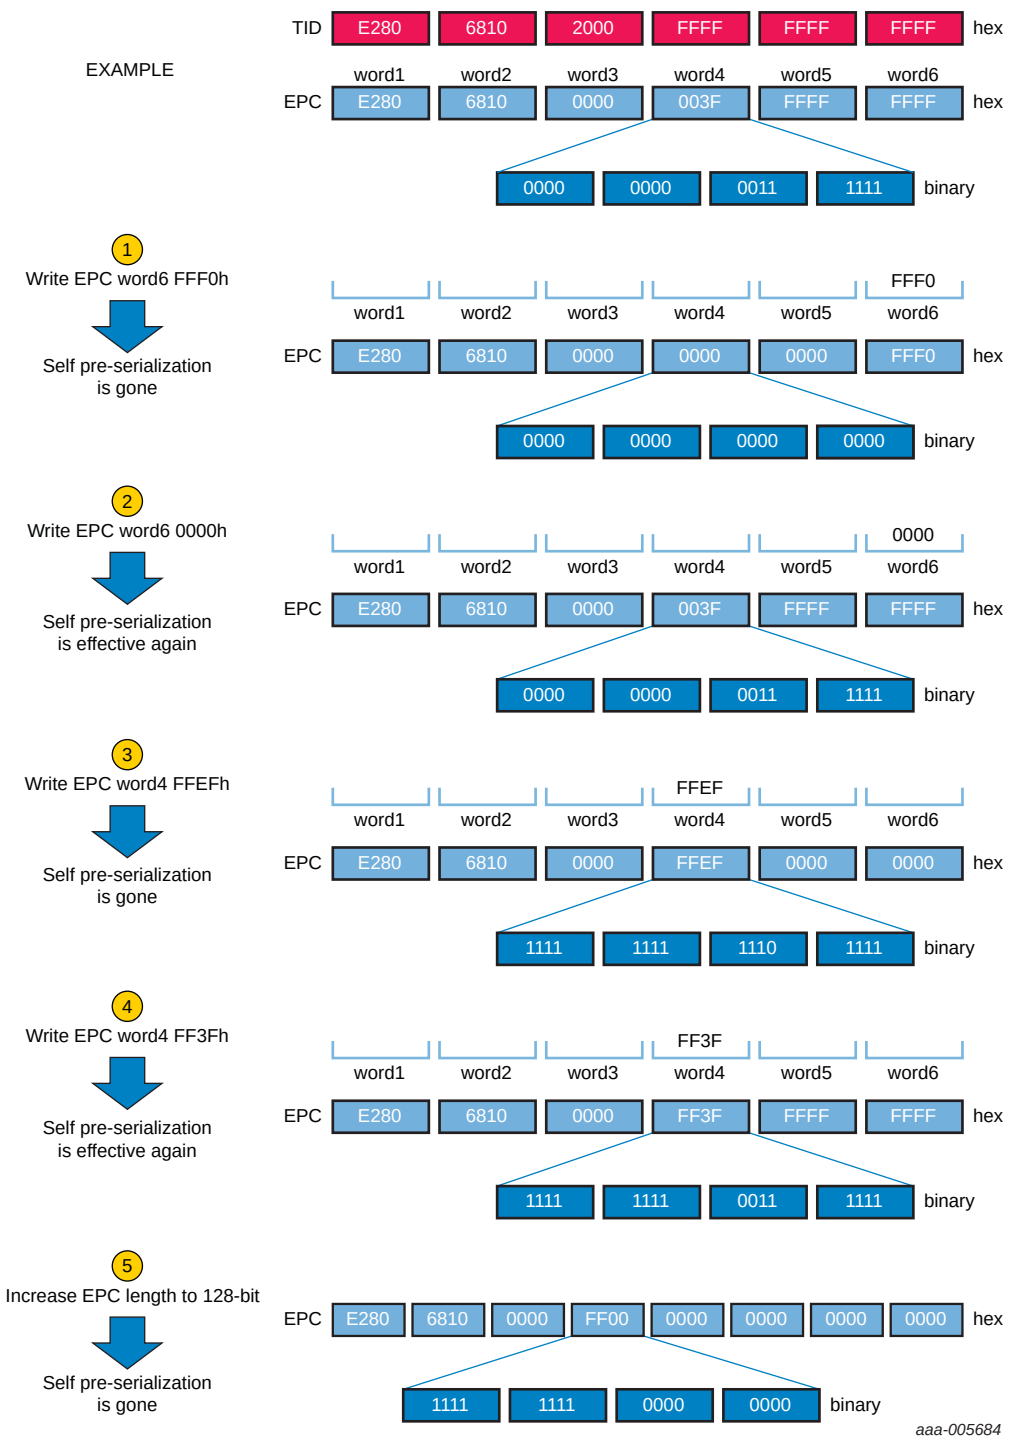

Fig 7. Illustration of the handling of the EPC self-preserialization
- Erase sixth and fifth word of the EPC to “00 00h” and keep the content of the lower 6 bits of the fourth word of the EPC at its serialized content (see Figure 7).